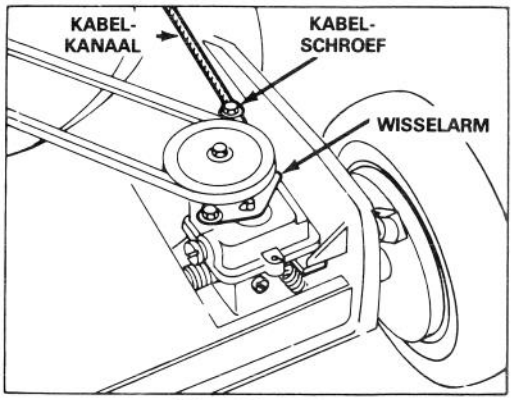

Afbeelding 17
3. BIJSTELLING (Afb. 17) — Draai de schroef van de kabelklem los totdat het kabelkanaal heen en weer schuift. Zet de op de handle gemonteerde wielaandrijvingsbediening op ONTKOPPELD. Beweeg de wisselarm naar de kabelschroef toe en houd deze op zijn plaats. Trek aan het kabelkanaal om de speling te verwijderen en maak de kabelschroef vast.